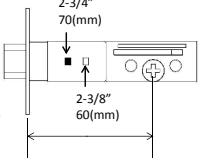

Figure 1d
d. Rotate the cylinder cover counter clockwise so that the marking aligns with the2-3/4” (70mm) position indicator (Figure 1d).